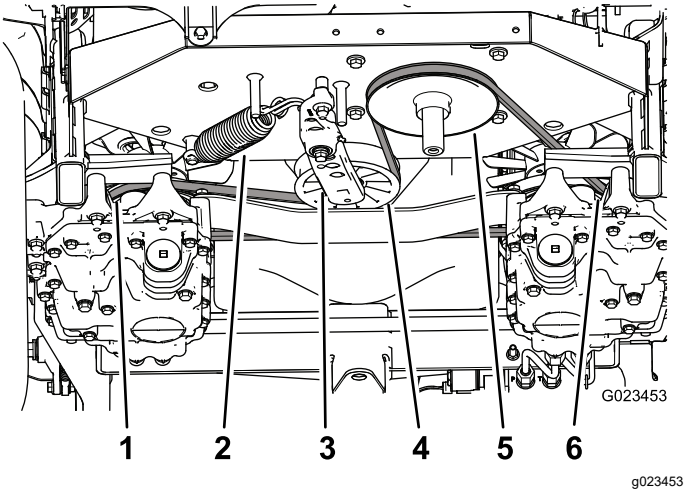

**Figuur 55**
3. Zet een ratelsleutel in het vierkante gat in de spanarm om tegendruk te bieden aan de spanveer (Figuur 55) en verwijder de riem van de spanpoelie.
4. Maak de spanveer los van de spanarm en het frame (Figuur 55).
9. Monteer de veer aan de spanarm en het frame (Figuur 55).